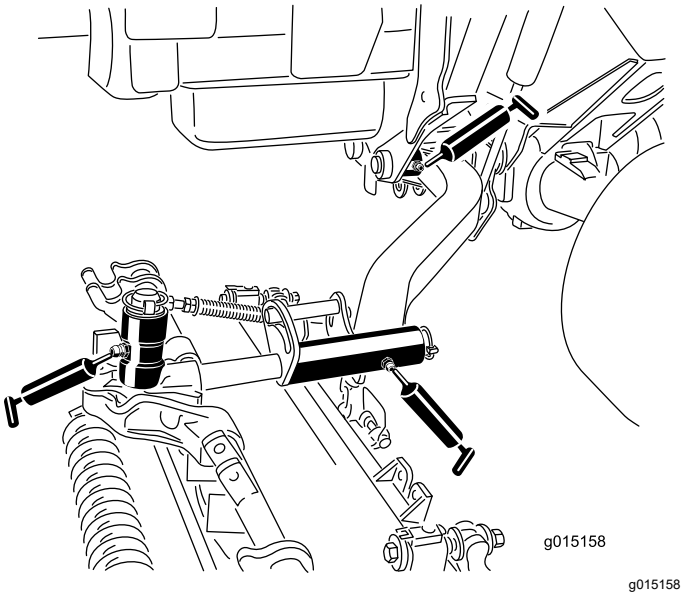

Figura 83
- Casquilhos da articulação do braço de elevação (1 por unidade de corte) (Figura 83)
- Estrutura suporte da unidade de corte (2 por cada unidade de corte) (Figura 83)
- Articulação do braço de elevação da unidade de corte (1 por cada unidade de corte) (Figura 83)